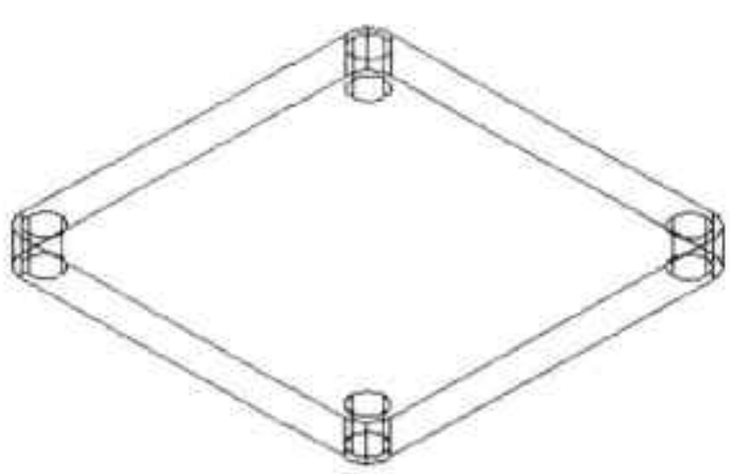

图13-52 镜像圆柱体
Step05 按照同样的方法，将镜像后的圆柱体以YZ平面进行镜像，如图13-52所示。